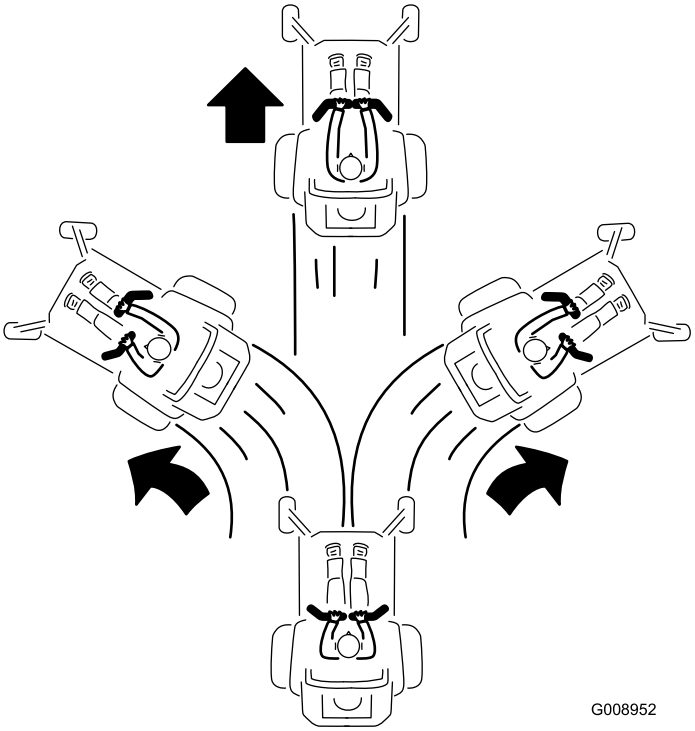

Figur 23
3. Skyv bevegelsekontrollspakene forsiktig forover for å gå fremover (Figur 23).